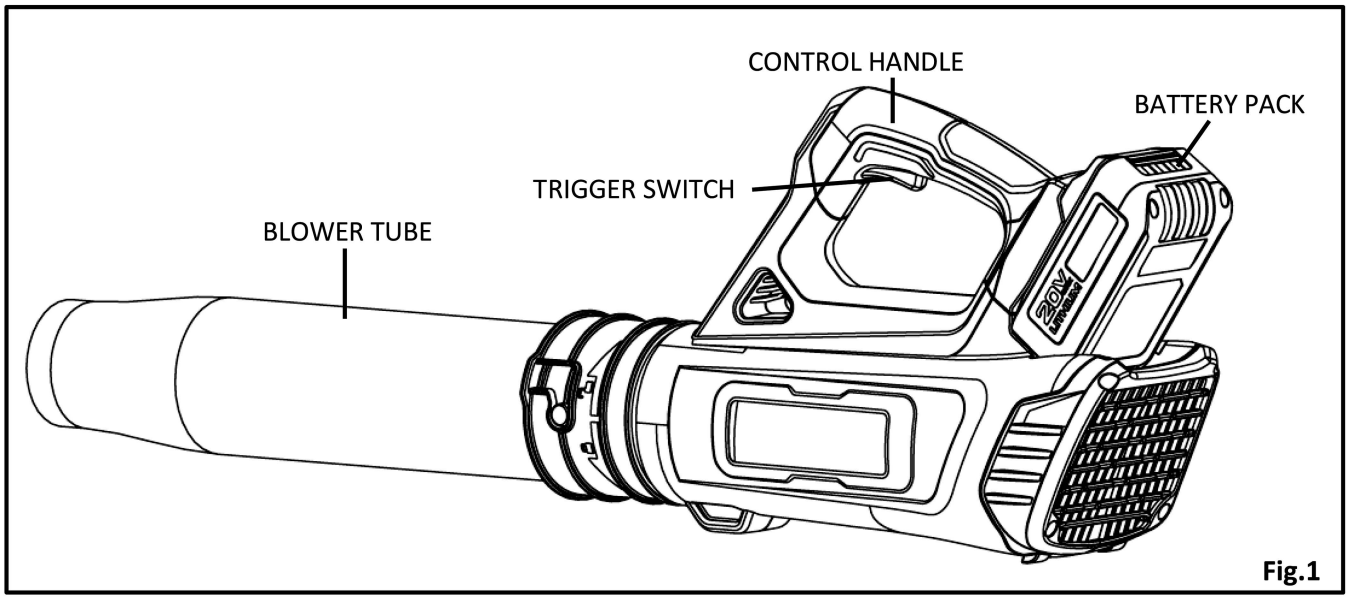

**Fig.1**
**KNOW YOUR 20V CORDLESS BLOWER** (See Fig.1)